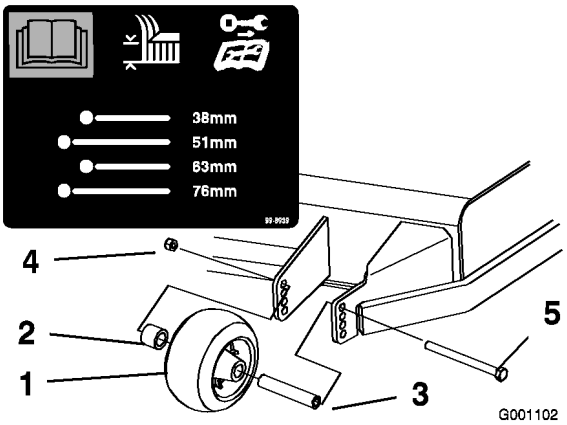
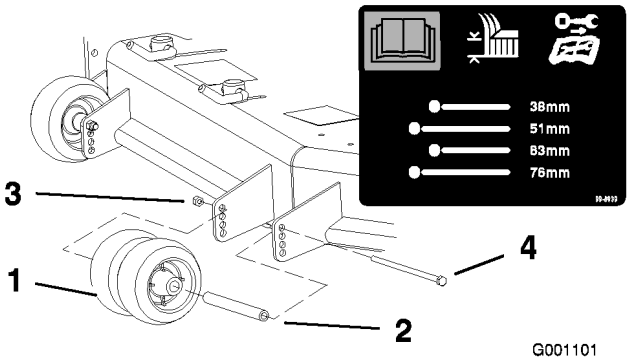
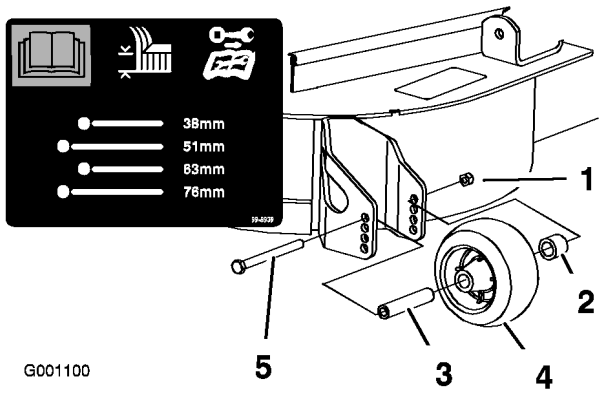

Figur 18
Figur 19
Figur 20
3. När du har ställt in klipphöjden kan du justera valsarna genom att ta bort flänsmuttern, bussningen, distansbrickan och bulten (Figur 18, Figur 19 och Figur 20).
Obs: De två mellersta valsarna kommer inte att ha en distansbricka (Figur 19).
5. Montera flänsmutterns bussning, distanbricka och bult. Dra åt till ett moment på 54–61 Nm (Figur 18, Figur 19 och Figur 20).